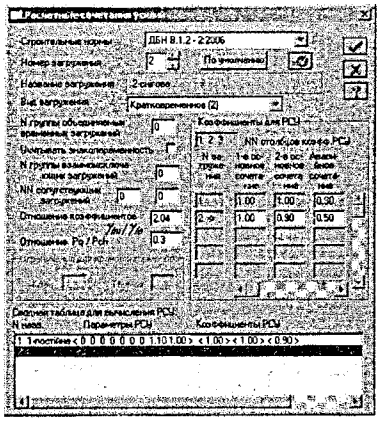

Рисунок 192
В діалоговому вікні **Расчетные сочетания усилий** в полі **Вид загружения** вибираємо **Кратковременное (2)**, в полі **Отношение коэффициентов** γ_{fm}/γ_{fe} вказуємо 2.04, а в полі **Отношение** P_q/P_{ch} пишемо 0.3 і натискаємо кнопку **Применить** (рис. 192).